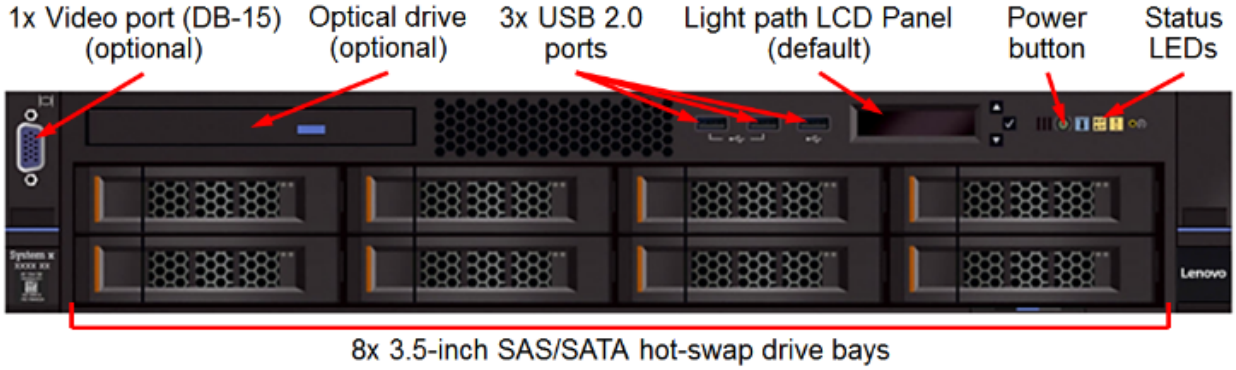

**Figure 12: x3650 M5 with 8x 3.5-inch drive bays front view**
**Figure 12** shows the front view of x3650 M5 with 8x 3.5-inch drive bays.